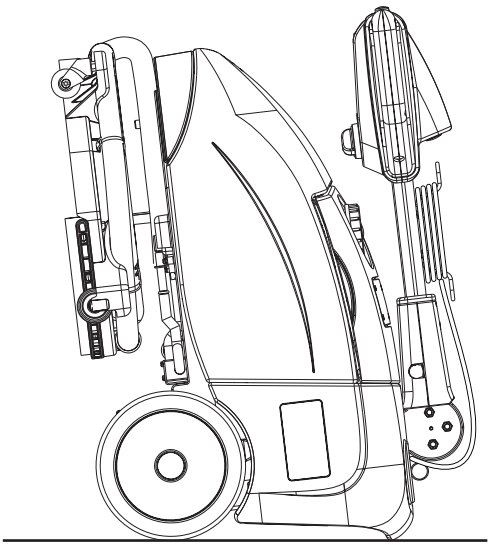

Abbildung 4
2. Abdeckung (4) öffnen und Batteriestecker (7) trennen.
4. Um die Bürste und die Sauglippengummis besser zu schützen, Schubbügel (2) nach vorne stellen und Gerät wie in der Abbildung 4 abstellen.